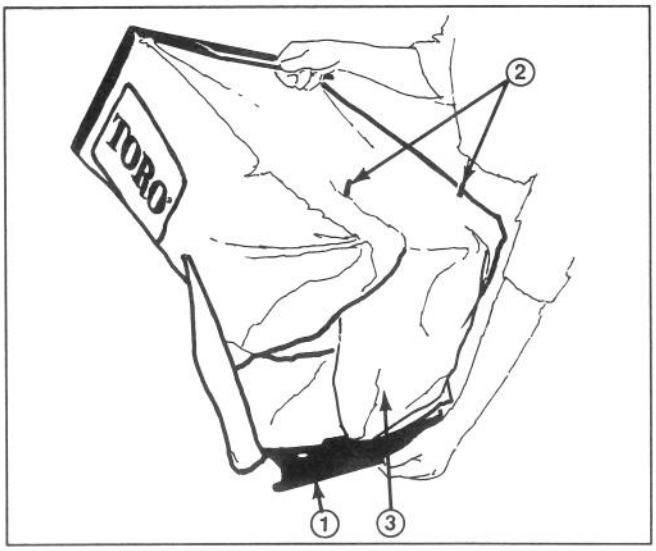

Figure 14
4. Grasp bag frame handle. Lift plastic bar off pins and slip rear of grass bag off bag frame until plastic bar touches underside of grass bag (Fig. 14). Lift up grass bag flap covering rear of bag. Gradually raise front of bag while shaking bag to empty.